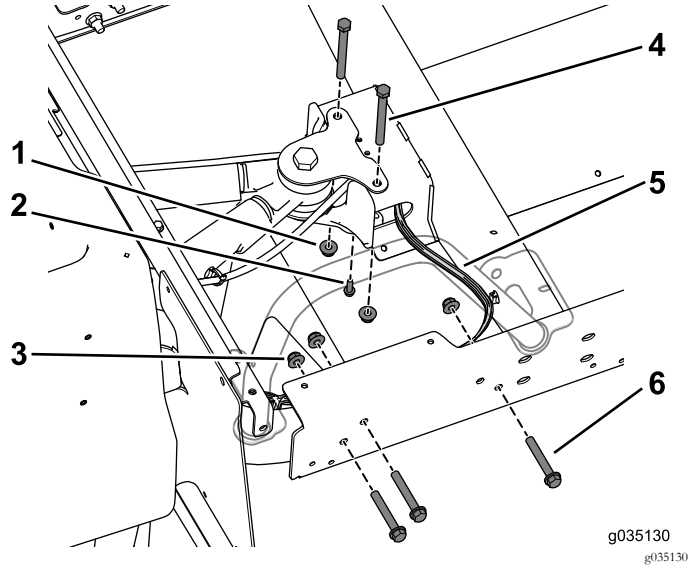

Bild 76
8. Befestigen Sie die Verlängerungsschiene mit den drei Schrauben (3/8" x 2½") und Bundmuttern lose am Hinterrahmen (Bild 76). Führen Sie dies an beiden Seiten der Maschine aus.
Hinweis: Stellen Sie sicher, dass der Kabelbaum an der rechten Seite des mittleren Kanals austritt (Bild 76).
9. Befestigen Sie das T-Anschlussstück des Bremszugs mit der Blechschraube (¼" x ¾") am mittleren Kanal (Bild 76).
10. Befestigen Sie den mittleren Kanal mit den zwei Schrauben (3/8" x 3¾") und den Bundmuttern lose an der hinteren Befestigung (Bild 76).